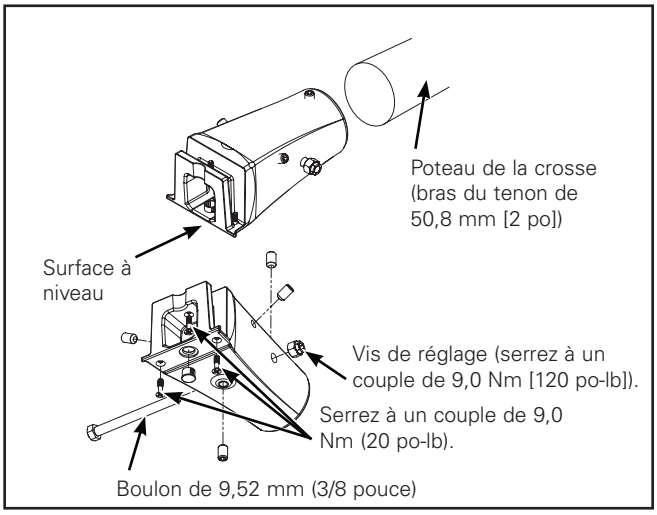
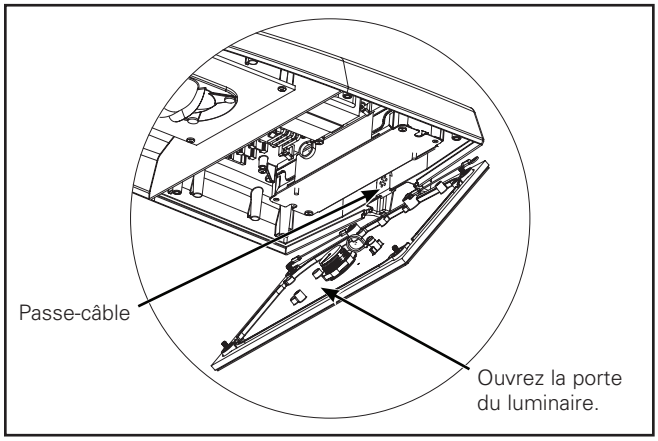

Figure 7.
Figure 8.
Montage de la crosse (Figure 7. et Figure 8.)
2. Fixez l'adaptateur pour crosse à la crosse à l'aide des (4) vis de réglage de 3/8-16 x 3/8 po. Mettez l'adaptateur de la crosse à niveau pendant que vous serrez les vis de réglage. Serrez à un couple de 9,0 Nm (120 po-lb).
4. Ouvrez la porte du luminaire en desserrant les (4) vis hexagonales (ou vis à ailettes si fournies) de la porte. (Figure 8.)
5. Retirez le passe-câble qui se trouve à l'arrière du luminaire. (Figure 8.)
6. Pliez les fils du luminaire et les fils de l'adaptateur de la crosse afin qu'ils n'obstruent rien et glissez le luminaire sur l'adaptateur de la crosse. Serrez les trois vis hexagonales à 2,3 Nm (20 po-lb) et installez la prise de plastique par-dessus la vis du centre. (Figure 7.)